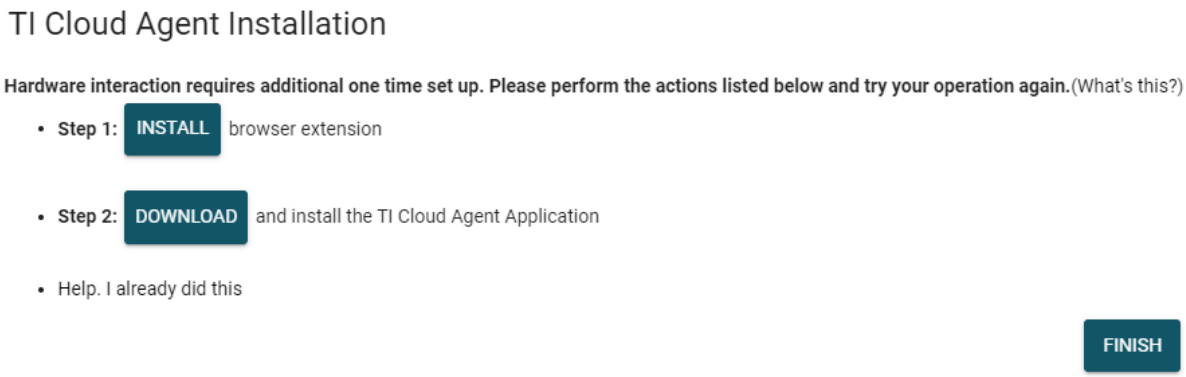

图 3-3. TI Cloud Agent
b. 首次设置 GUI Composer 时，请根据提示下载 *TI Cloud Agent* 和浏览器扩展（请参阅图 3-3）。这些提示在关闭 *README.md* 对话框后出现。